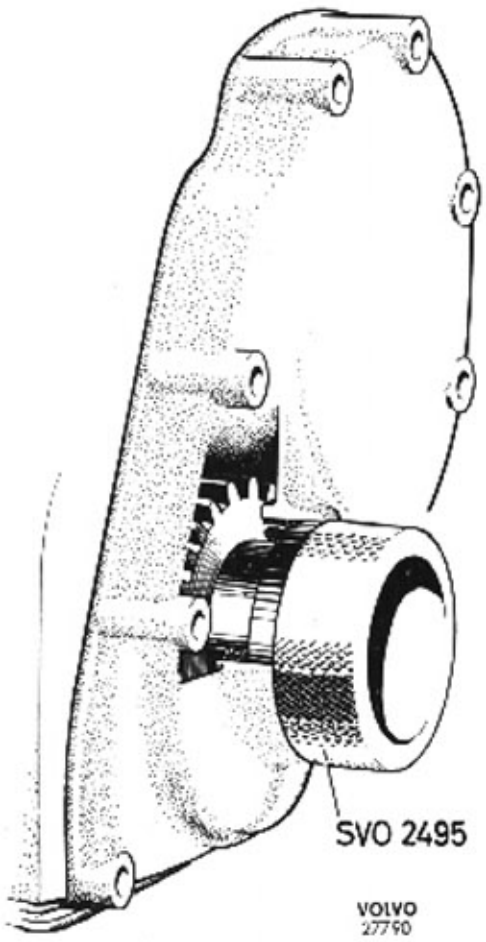

Bild 21-25. Centrering av transmissionskåpa
5. Centrera kåpan med centrerhylsa SVO 2495, se bild 21-25. Bestryk centrerhylsa och axel med olja före centreringen. Vrid hylsan under fastdragning och justera kåpans läge så att hylsan ej låses fast.
8. Centrera kåpan med centrerhylsa SVO 2495, se bild 21-25. Bestryk centrerhylsa och axel med olja före centreringen. Vrid hylsan under fastdragning och justera kåpans läge så att hylsan ej låses fast.